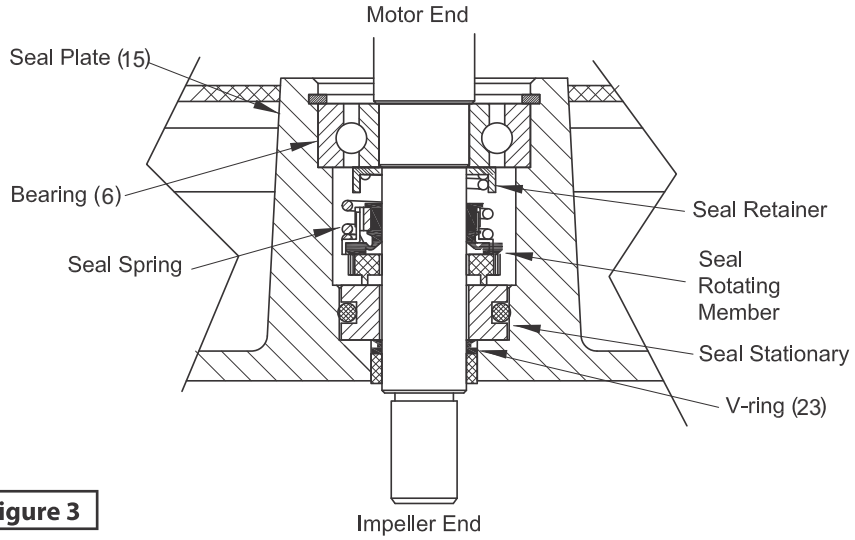

Figure 3
14. Lift motor rotor, shaft, bearing (6), rotating member of seal, washer (7) from seal plate (15). See Figure 3.
15. Remove seal parts from shaft. Examine all seal parts, if seal faces show signs of wear, uneven wear pattern, chips or scratches replace entire seal. **DO NOT interchange seal components, replace the entire shaft seal (24)**. If replacing seal, remove stationary from seal plate (15) by prying out with flat screwdriver.